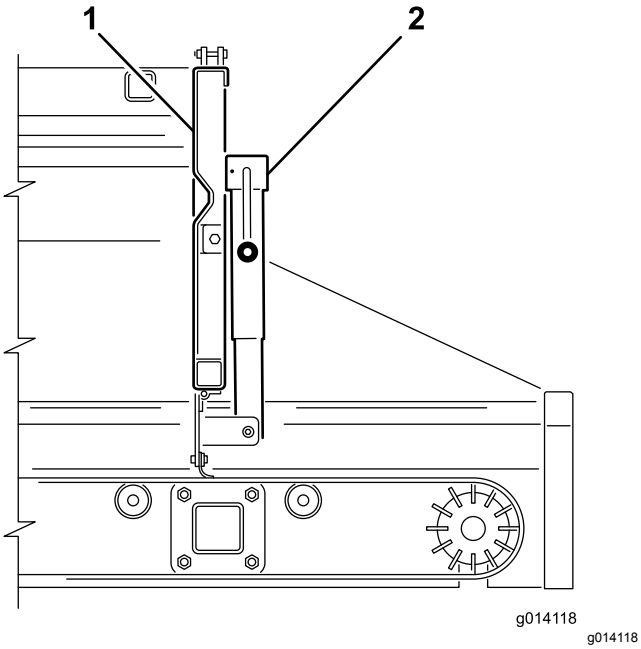
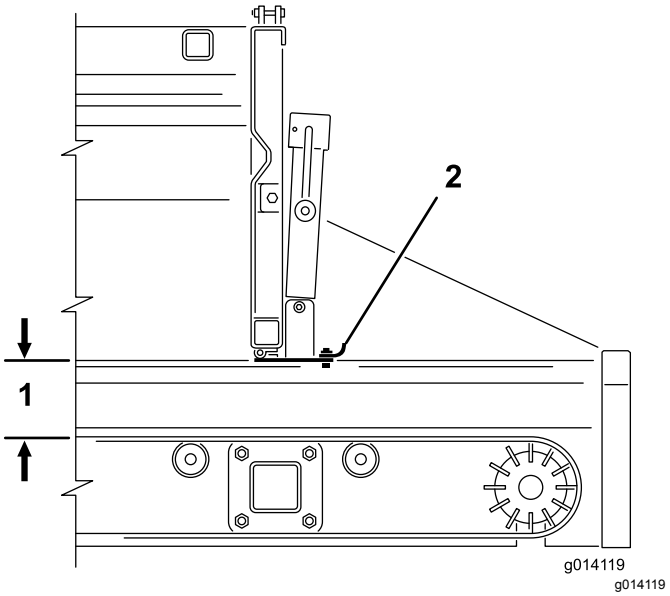

**Figur 38**
**Figur 39**
2. Använd vevhandtaget för att öppna eller stänga den justerbara delen av baklämmen (Figur 38 och Figur 39) för att justera materialflödet när du använder redskap.